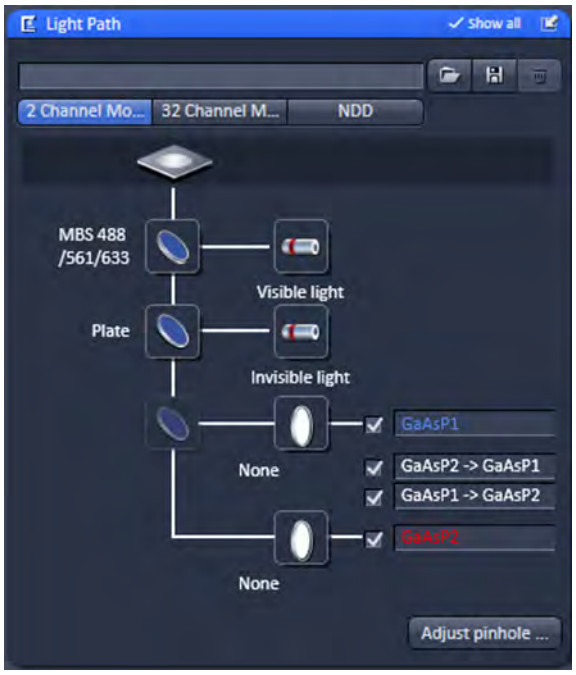

Fig. 260 **Light Path tool for 32 channel system with BiG.2 on DC out and NDD port**
1.) 32 GaAsP array / one side PMT and optional 2 Channel Module (BiG.2) and/or NDD (BiG.2 as NDD) (Fig. 260)
2.) 3 ch with one GaAsP and one side PMT and optional 2 Channel Module (BiG.2) and/or NDD (BiG.2 as NDD) (Fig. 260)
If more than one detector type is available, the respective beam path can be selected by pressing the corresponding tab, where **2 Channel Module** represents BiG.2 on the direct coupling port of the scan head; **32 Channel Module** or 3 Channel Module represents the Quasar detector (32 channel GaAsP array or 1 channel GaAsP with 2 flanking multialkali PMTs); and **NDD** represents BiG.2 on NDD port (Fig. 260). Two detector types are available simultaneously that can perform FCS.